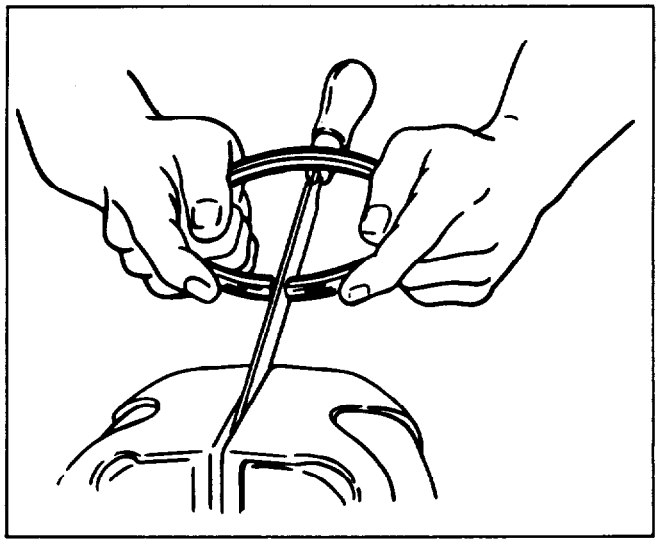

Figure 5-58. Filing Ring Gap
e. Place a medium to fine toothed file in a vise as shown in figure 5-58. Grip the piston ring with both hands as shown and apply even pressure to both sides of the piston ring and file both ends of the ring evenly by moving ring back and forth over the file.